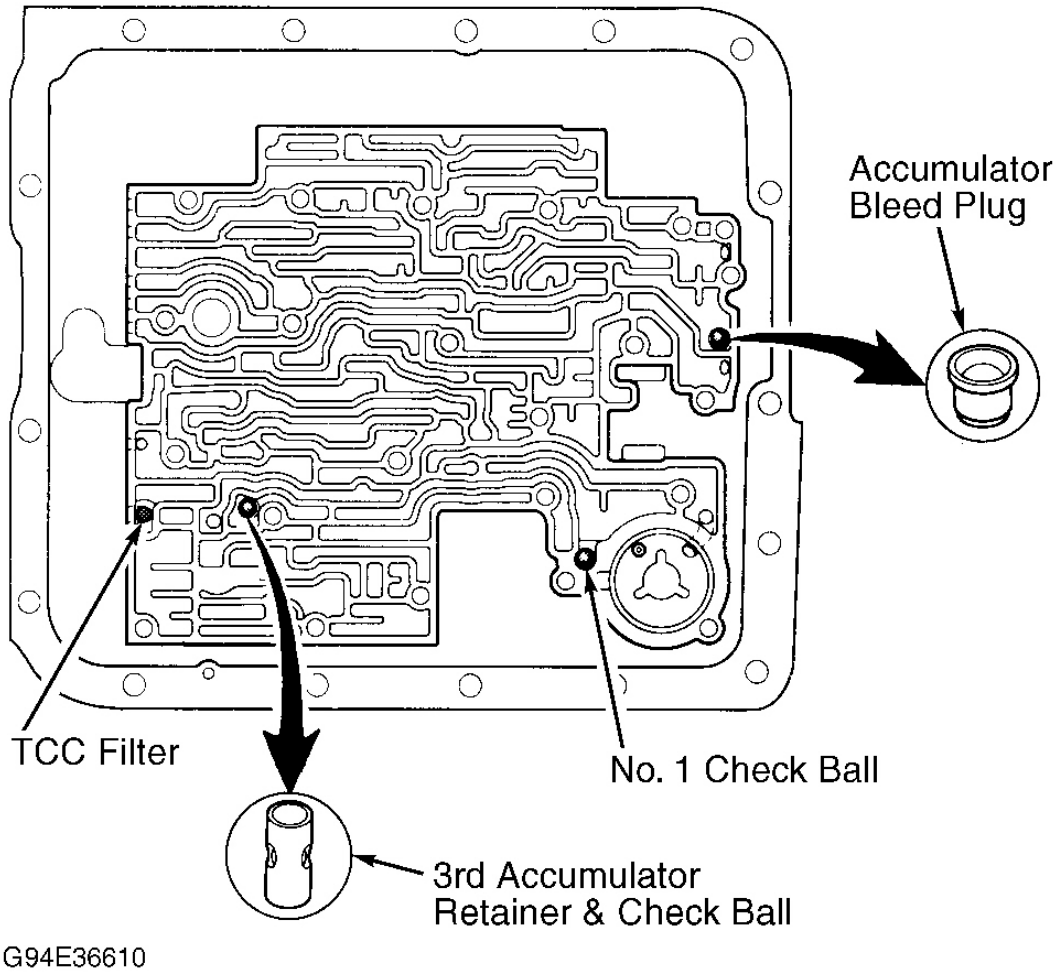

Fig. 17: Locating Check Balls In Case (4L60-E)
4. Carefully remove accumulator cover retaining bolts, 1-2 accumulator cover and pin assembly. See **Fig. 27** . Remove 1-2 accumulator piston, seal and spring. Remove spacer plate beside 1-2 accumulator. Note check ball and filter locations. See **Fig. 17** . Remove spacer plates. Remove spring, 3-4 accumulator piston and pin.